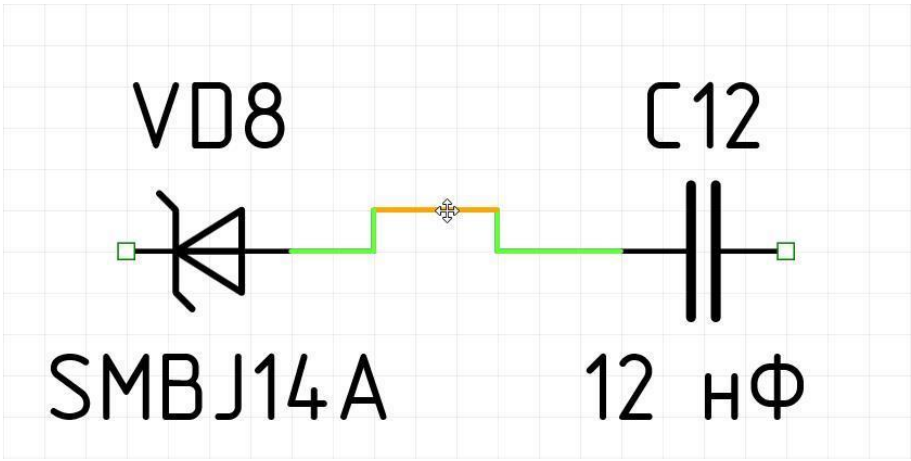

Рис. 451. Выбор сегмента проводника
2. Нажмите левую кнопку мыши, при этом будет выбран тот сегмент проводника цепи, на который наведен курсор, см. Рис. 451